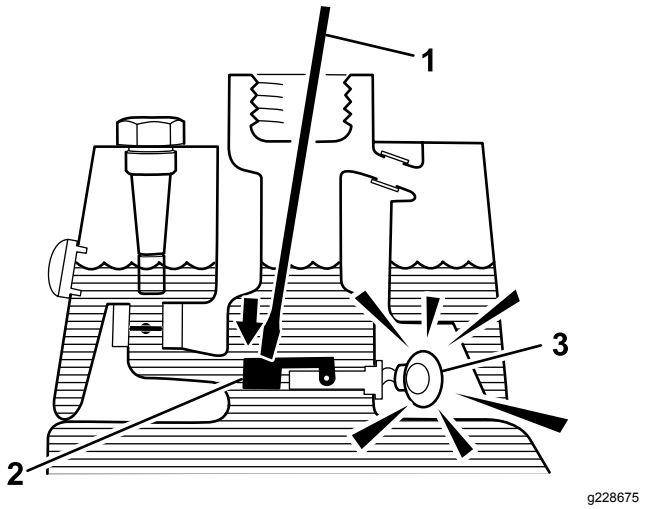

**Figuur 54**
3. Steek een schone staaf of schroevendraaier in de vulbuis en druk de vlotter voorzichtig naar beneden (Figuur 54); het alarm zou moeten afgaan na 1 seconde.